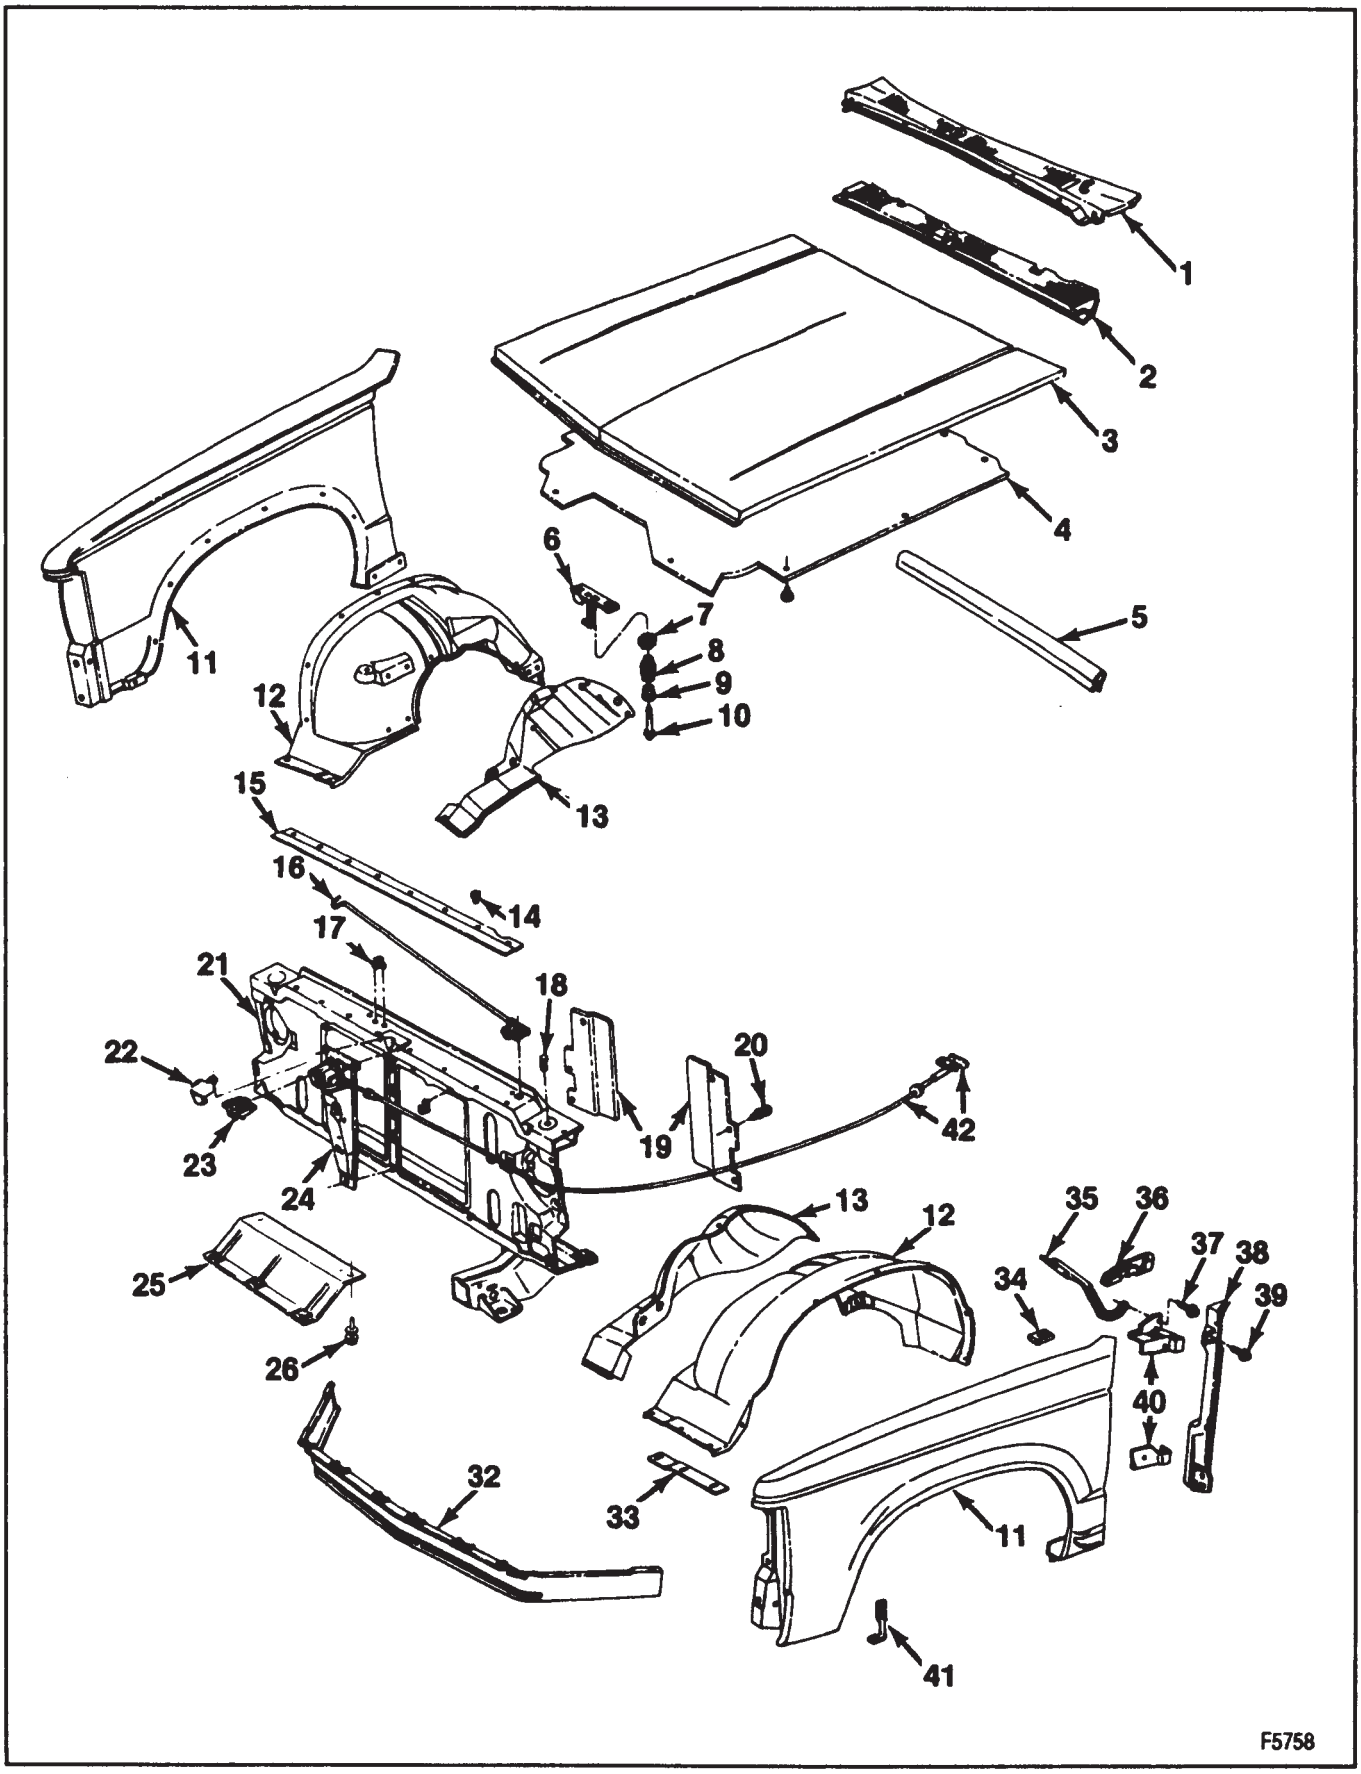

Figure 1—Front End Body Components
- Raise and support the hood (figures 1, 2, and 3).
Remove or Disconnect (Figures 1 and 3)
Install or Connect (Figures 1 and 3)